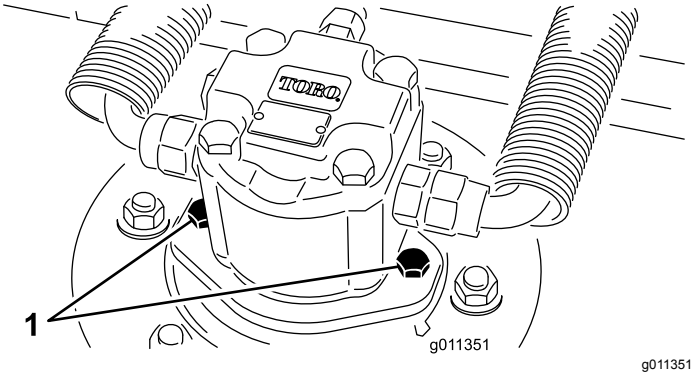

Figuur 119
2. Ontkoppel de hydraulische motor en verwijder deze van de maai-eenheid (Figuur 119). Bedek de bovenzijde van de as zodat deze niet vuil wordt.
3. Monteer de hydraulische motor op de maai-eenheid (Figuur 119). Controleer of de O-ring zich op de juiste plaats bevindt en niet beschadigd is.